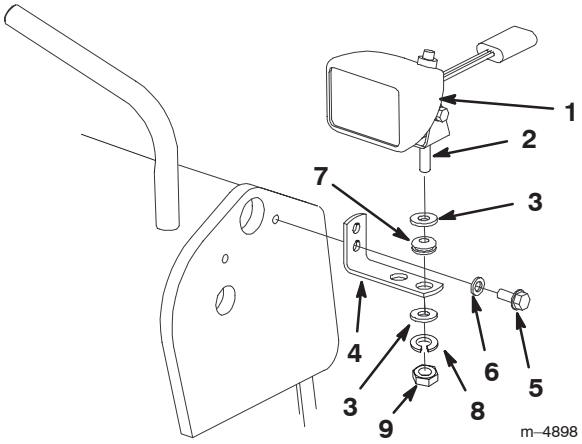

Figure 4
1. Install the brackets using 2 of the self-tapping bolts and curved washers (the cupped side of the washers should face the traction unit) (Fig. 4).
3. Place a flat washer on the carriage bolt on each light (Fig. 4).
4. Insert the rubber grommets into the outer holes in the brackets (Fig. 4)
5. Insert the carriage bolts on each light through the rubber grommets in the brackets (Fig. 4).
6. Secure each light with a flat washer and the lockwasher and nut you removed in step 2 (Fig. 4).